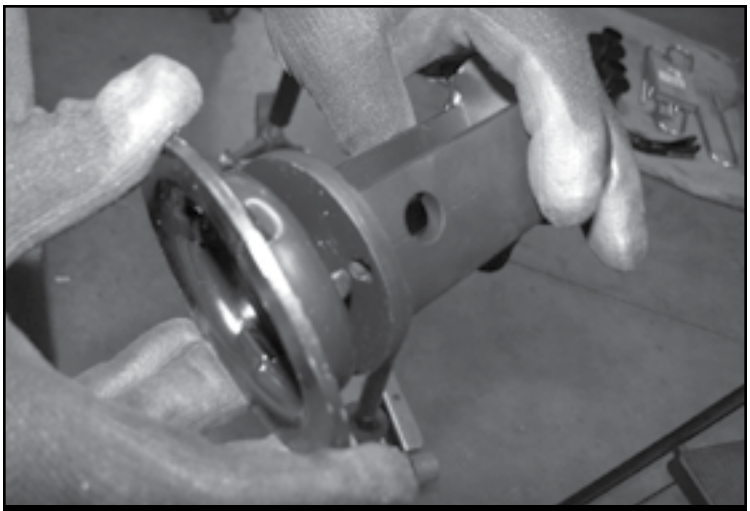

FIGURE 14 - STEP 18
18. Install the factory bumpstop cup to the new FT30653 (Bumpstop Extension) using provided 5/16” x 1-1/4” hardware and 10mm large OD washer. **SEE FIGURE 14**